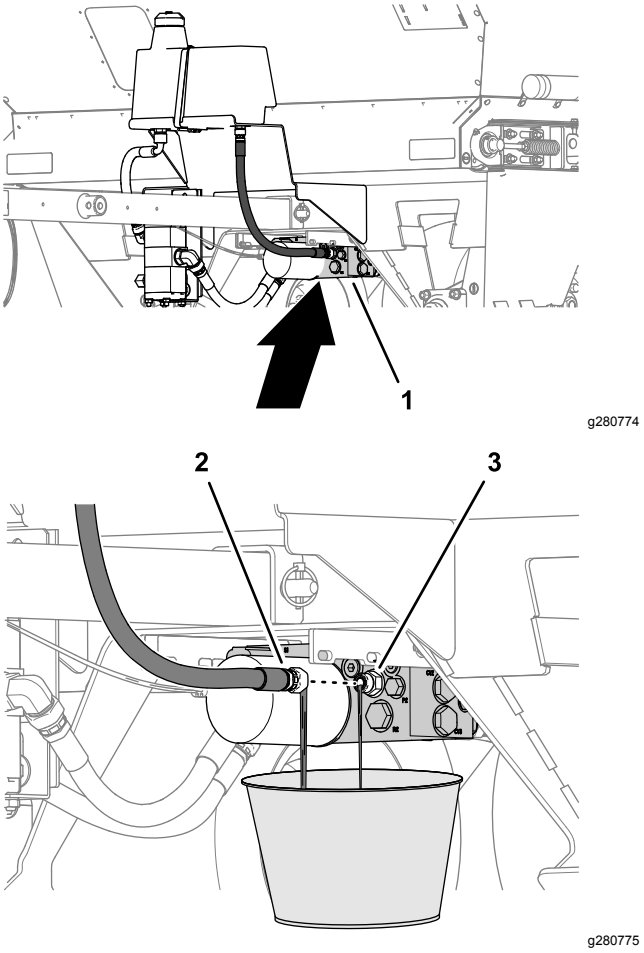

Figuur 37
2. Zet een opvangbak met een inhoud van 9,5 liter onder het hydraulische verdeelstuk (Figuur 37).
3. Verwijder de retourslang van de fitting in het hydraulische verdeelstuk en laat de hydraulische vloeistof helemaal weglopen (Figuur 37).
4. Monteer de retourslang en draai deze vast (Figuur 37).